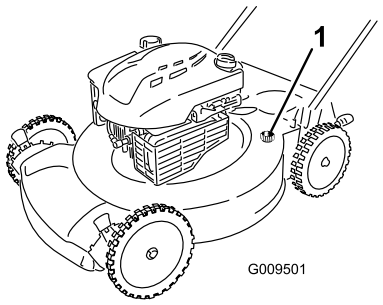

Figure 28
4. Branchez un tuyau d'arrosage relié à l'alimentation en eau au raccord de lavage du carter du tablier de coupe (Figure 28).